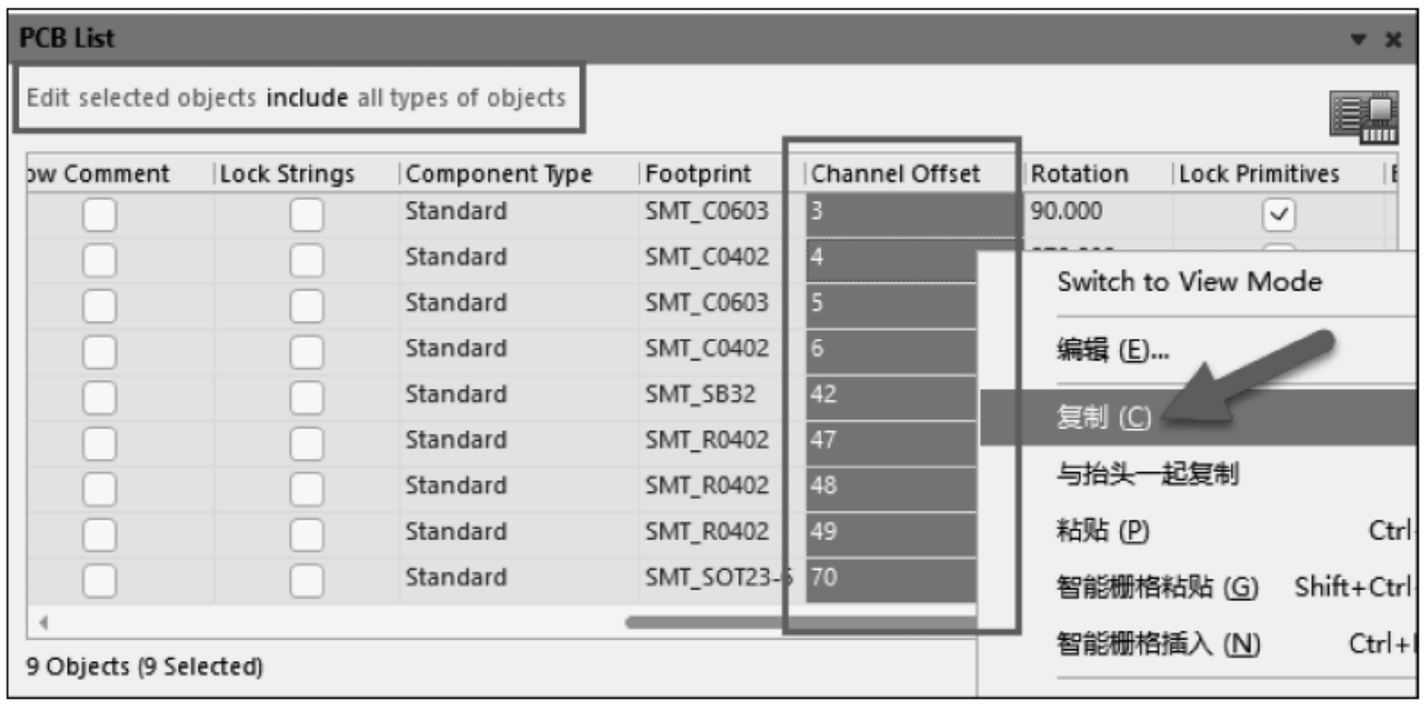

图 1-223　复制元件的通道值
(3) 双击元件查看元件的通道值(Channel Offset)与对应模块的元件的通道值是否一致，不一致的需要将其改为一样的通道值，否则无法完成模块复用。但是从 PCB 中手工修改通道值对于元件比较多的模块来说是很耗时的，这时就可以利用 PCB List 的筛选功能来快速修改通道值，其具体步骤如下：
① 在交叉选择模式下，从原理图中框选其中一个模块，在 PCB 编辑界面打开 PCB List 面板，将筛选条件设置为 Edit selected objects include only Components，只选择显示元件，然后找到这些元件的通道值，如图 1-223 所示，图中 Channel Offset 栏就是这些元件的通道值，并将其复制。
② 从原理图中框选另外一个模块，同样在 PCB 编辑界面打开 PCB List 面板，也是